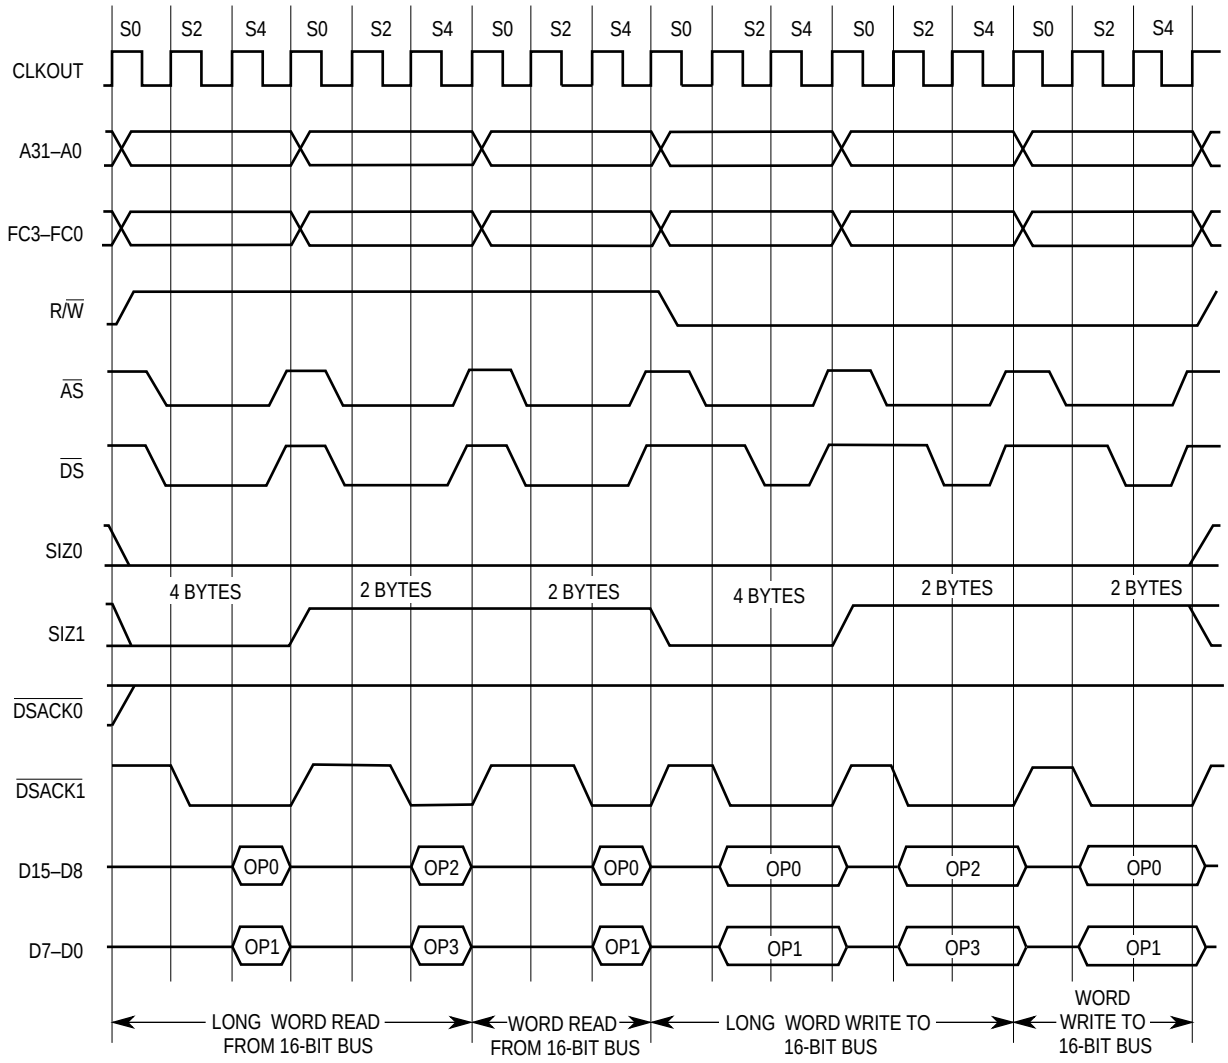

Figure 3-5. Long-Word and Word Read and Write Timing—16-Bit Port
3.3.3.7 LONG-WORD OPERAND TO 16-BIT PORT, ALIGNED. Figure 3-5 shows both long-word and word read and write timing to a 16-bit port.